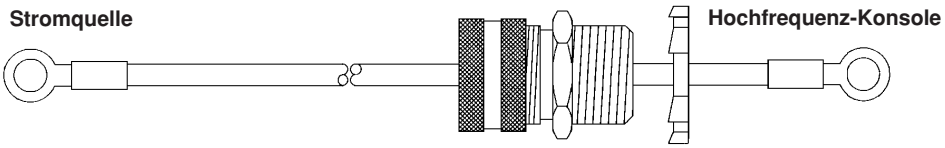

Abbildung 3-10 Pilot-Lichtbogen-Leitung (+)
① Pilot-Lichtbogen-Leitung (+) (Abb. 3-10)